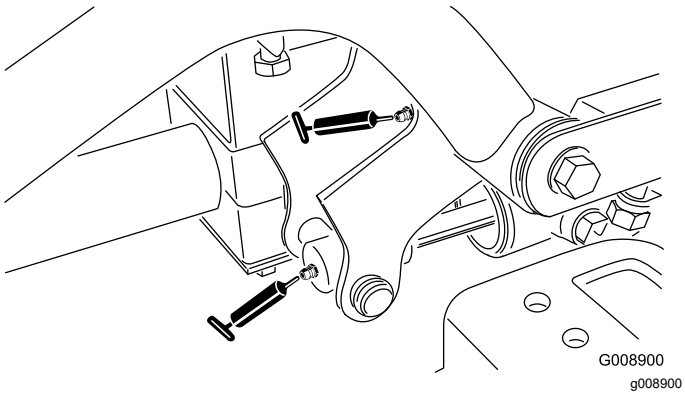

Rysunek 66
- Oś i siłownik przedniego prawego ramienia podnoszącego (2 złącza Rysunek 66)